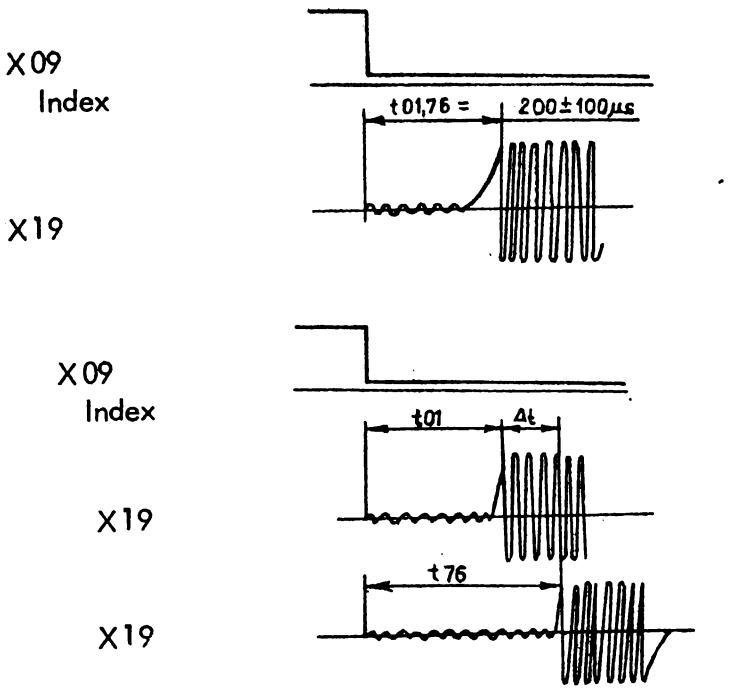

Fig.14. Reglaj tangential.
- se urmăreşte ca intervalul pînă la creşterea semnalului din X19 să fie în limitele 200 $\pm$ 50 μs (vezi fig.14)